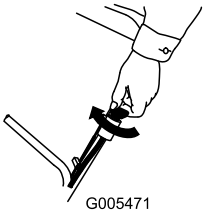
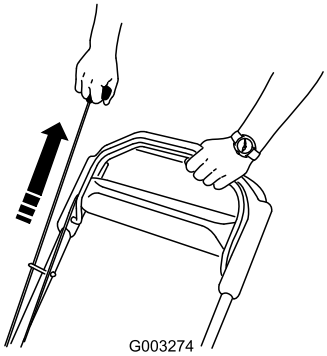

Figur 16
Figur 17
2. Vrid om startnyckeln (endast modell 20796) (Figur 16) eller dra i startsnöret (Figur 17).